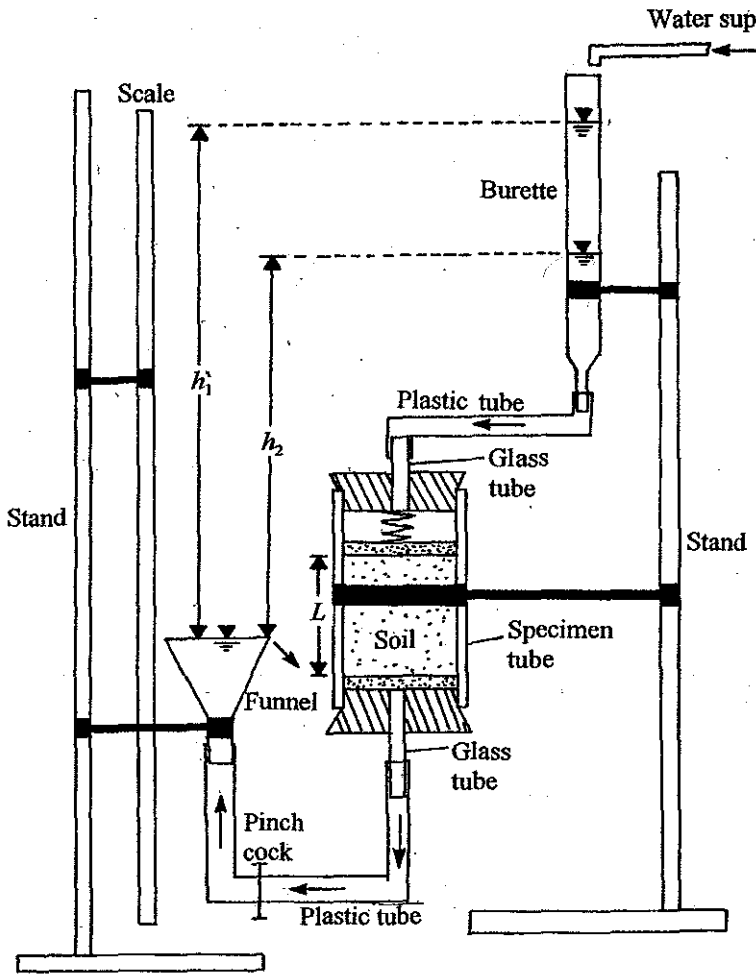

**Figure 11–1.** Schematic diagram of falling head permeability test setup.
A schematic diagram of a falling head permeameter is shown in Fig. 11–1. This consists of a specimen tube essentially the same as that used in the constant head test. The top of the specimen tube is connected to a burette by plastic tubing. The specimen tube and the burette are held vertically by clamps from a stand. The bottom of the specimen tube is connected to a plastic funnel by a plastic tube. The funnel is held vertically by a clamp from another stand. A scale is also fixed vertically to this stand.
13. Measure the head difference, $h_1$ (cm) (see Fig. 11–1).
14. Open the pinch cock. Water will flow through the burette to the specimen and then out of the funnel. Record time ($t$) with a stop watch until the head difference is equal to $h_2$ (cm) (Fig. 11–1). Close the flow of water through the specimen using the pinch cock.